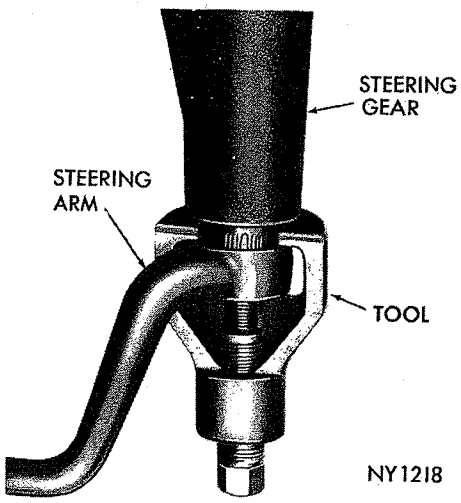

*Fig. 4—Removing Steering Gear Arm*
(1) Disconnect steering gear arm from cross shaft with Tool C-3646 (Fig. 4).
(2) Remove horn button or horn ring.
(3) Loosen cross shaft adjusting screw lock nut, and back out adjusting screw approximately two turns. This will relieve any friction load which may be present at the closely meshed ball nut rack and sector gear teeth.
(4) Turn steering wheel two complete turns from straight ahead position, and place torque wrench Tool C-3380 on steering shaft nut.
(5) Rotate steering shaft at least one turn toward straight ahead position, while testing rotating torque with torque wrench.
(1) Remove steering arm retaining nut. Remove arm with Tool C-3646 (Fig. 4).
(2) Remove pin from coupling clamp at upper end of steering gear wormshaft.
(3) To provide sufficient clearance at coupling, loosen column jacket to instrument panel clamp bolts sufficient to disengage tab on clamp from slot in column jacket. Slide column assembly up far enough to disengage coupling from wormshaft.
(4) Remove the three steering gear housing mounting bolts and remove steering gear from vehicle. On models with 6 cylinder engines, steering gear can be removed through engine compartment. On models equipped with 8 cylinder engines steering gear can be removed from under vehicle.